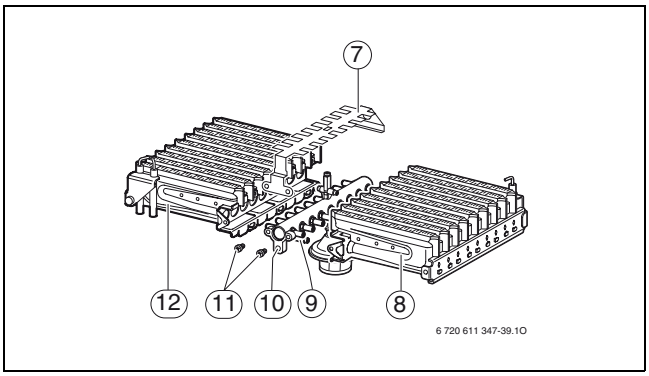

Bild 32
- Schrauben entfernen (→ Bild 32, [11]).